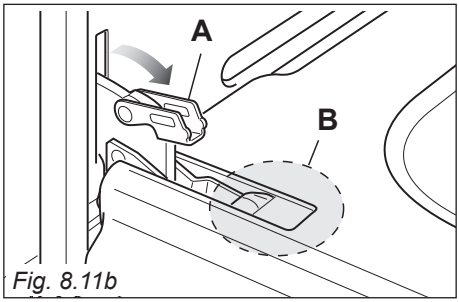
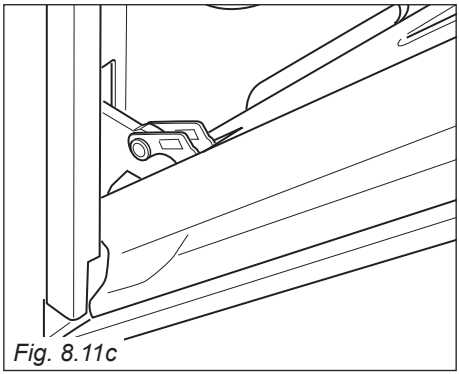

Fig. 8.11b
Fig. 8.11c
- Open the lever “**A**” completely on the left and right hinges (fig. 8.11b).
- Gently close the door (fig. 8.11c) until left and right hinge levers “**A**” are hooked to part “**B**” of the door (fig. 8.11b).